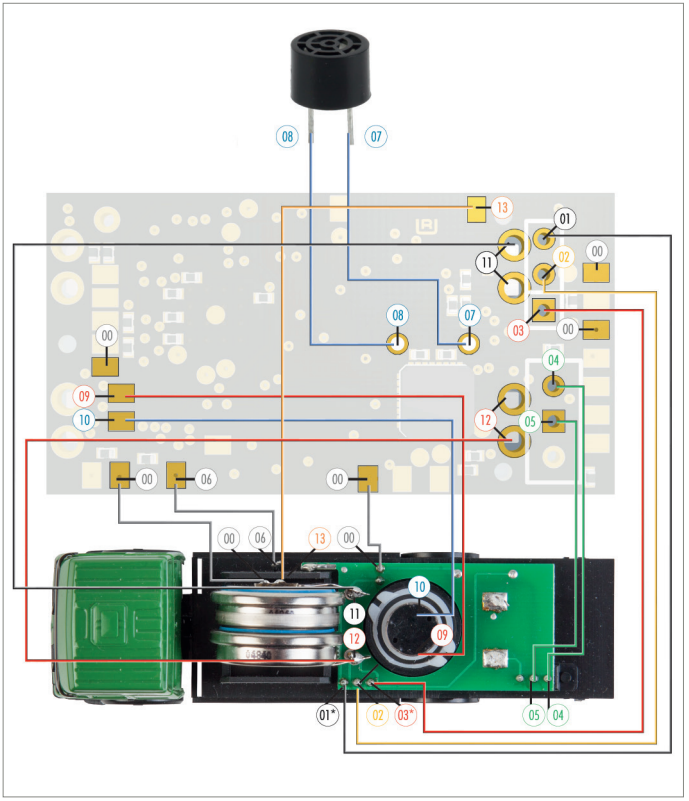

Abb. 42: Anschlussschema, Typ LKW-Modell mit Universalplatine, Akkus gelötet.
***HINWEIS:** Beachten Sie den zuvor von Ihnen definierten und markierten "+" (Plus)-Pol der Ladebuchse und verbinden Sie diesen mit dem Anschluss "03" der Umrüstplatine. Im Anschlussschema Abb. 42 sind "01" und "03" fahrzeugseitig lediglich Beispielbelegungen. S.a. Kap. "Fahrzeug umrüsten".